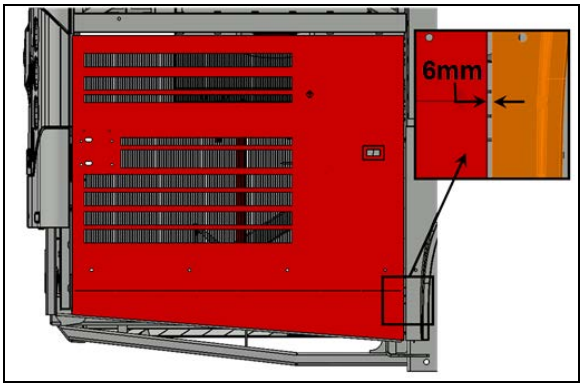

FIGURE 50:
7. Vérifier le jeu entre la porte et l'aile arrière au niveau du bras inférieur de la porte. Le jeu devait être ¼" (6 mm) (Figure 50:).